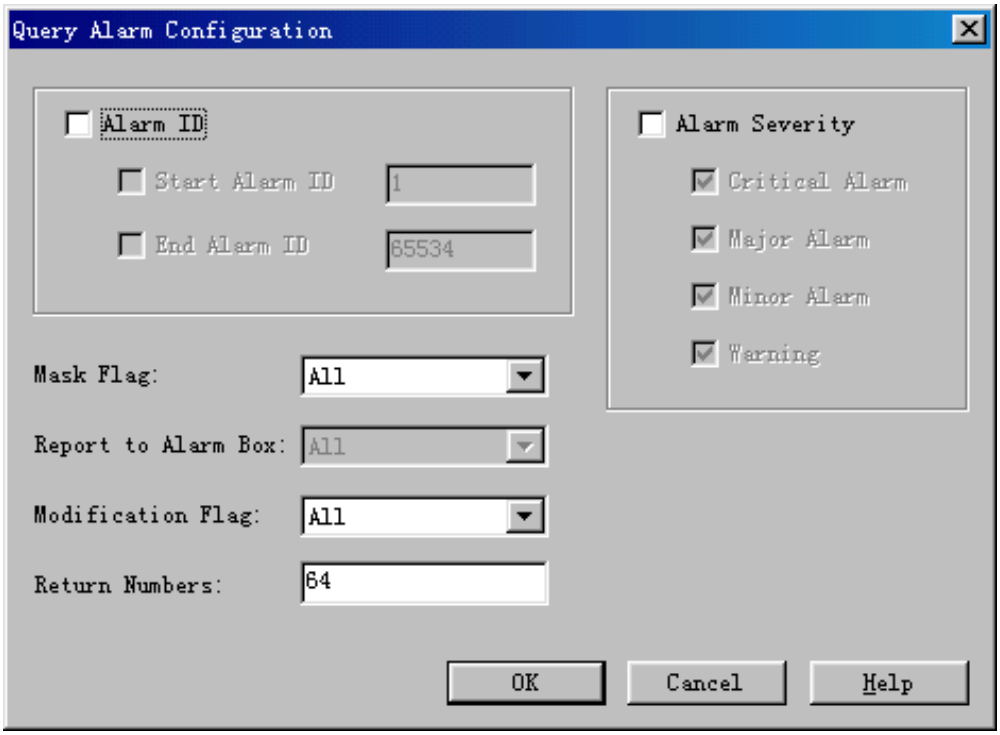

Figure 5-12 Query Alarm Configuration dialog box
1) Select **Management** -> **Alarm Configuration**. The **Query Alarm Configuration** dialog box opens up, as shown in Figure 5-12.